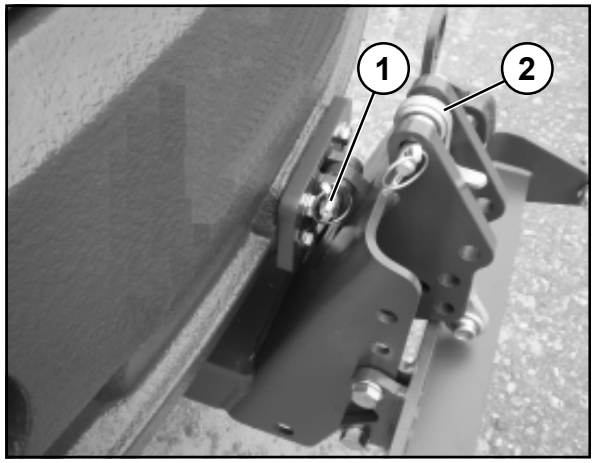

Fig. 6-15
(3) Poser la plaque de montage arrière sur le palettiseur de cette manière et la déplacer par l'arrière sous le train de roulement jusqu'à ce que la plaque de montage arrière soit reliée au logement sur le train de roulement en introduisant un boulon (6-14/flèche). Bloquer les boulons à l´aide de clavettes de blocage.
(4) Rabattre le bras oscillant transversal (6-15/2) vers l'arrière comme décrit sur la figure 6-15.
(5) Positionner la plaque de montage arrière par des mouvements de rapprochement/d'inclinaison et de levage du palettiseur, de manière à ce que le boulon soit introduit dans l'alésage de réception de la plaque de montage de l'accoupleur de manœuvre et de remorque (6-15/1). Bloquer les boulons à l´aide de clavettes de blocage.